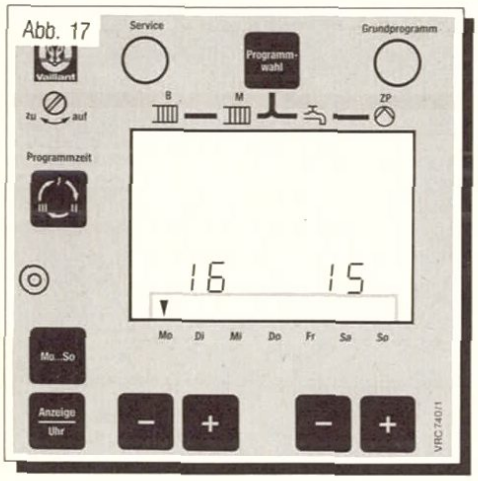

Abb. 17
- Taste Anzeige/Uhr (2) drücken und gedrückt halten, die aktuelle Uhrzeit wird wie in Abb. 17 gezeigt dargestellt.
- Taste Mo...So (3) drücken bis die Pfeilmarkierung über dem aktuellen Wochentag steht.
- Taste Anzeige/Uhr (2) loslassen, die Einstellung des aktuellen Wochentages ist beendet.